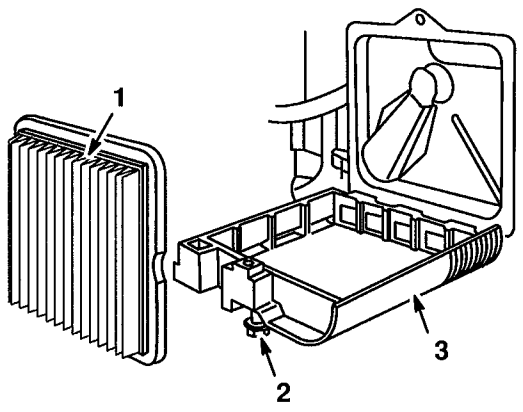

Figure 24
2. Remove screw securing air cleaner cover to engine. Tilt cover down and clean thoroughly (Fig. 24).